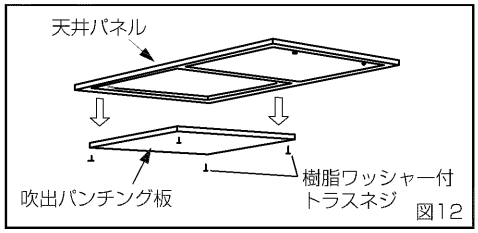

図12
①天井パネルに取り付けられている吹出パンチング板を取りはずしてください。（図12）